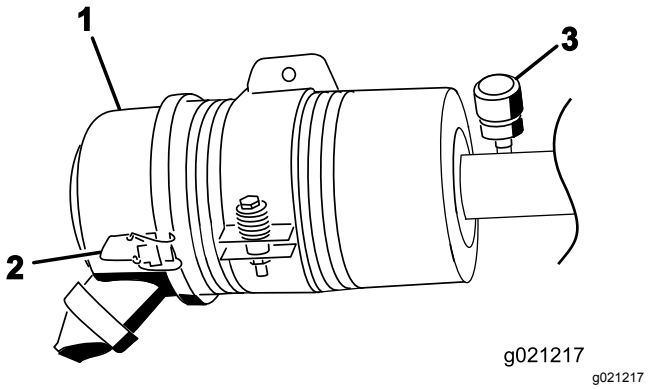

Figur 72
Overhal filteret på luftrenseren kun når indikatoren tilsier det (Figur 72). Hvis du skifter filteret før det er nødvendig, øker det bare risikoen for at det kommer inn smuss i motoren når du fjerner filteret.
1. Utløs låsene som fester luftrenserdekslet til luftrenserhuset (Figur 72).